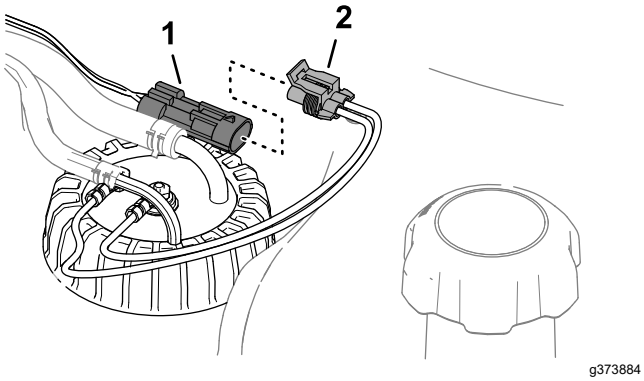

Figuur 98
6. Steek de connector van de kabelboom van de brandstofsensor in de connector van de machinekabelboom (Figuur 98).